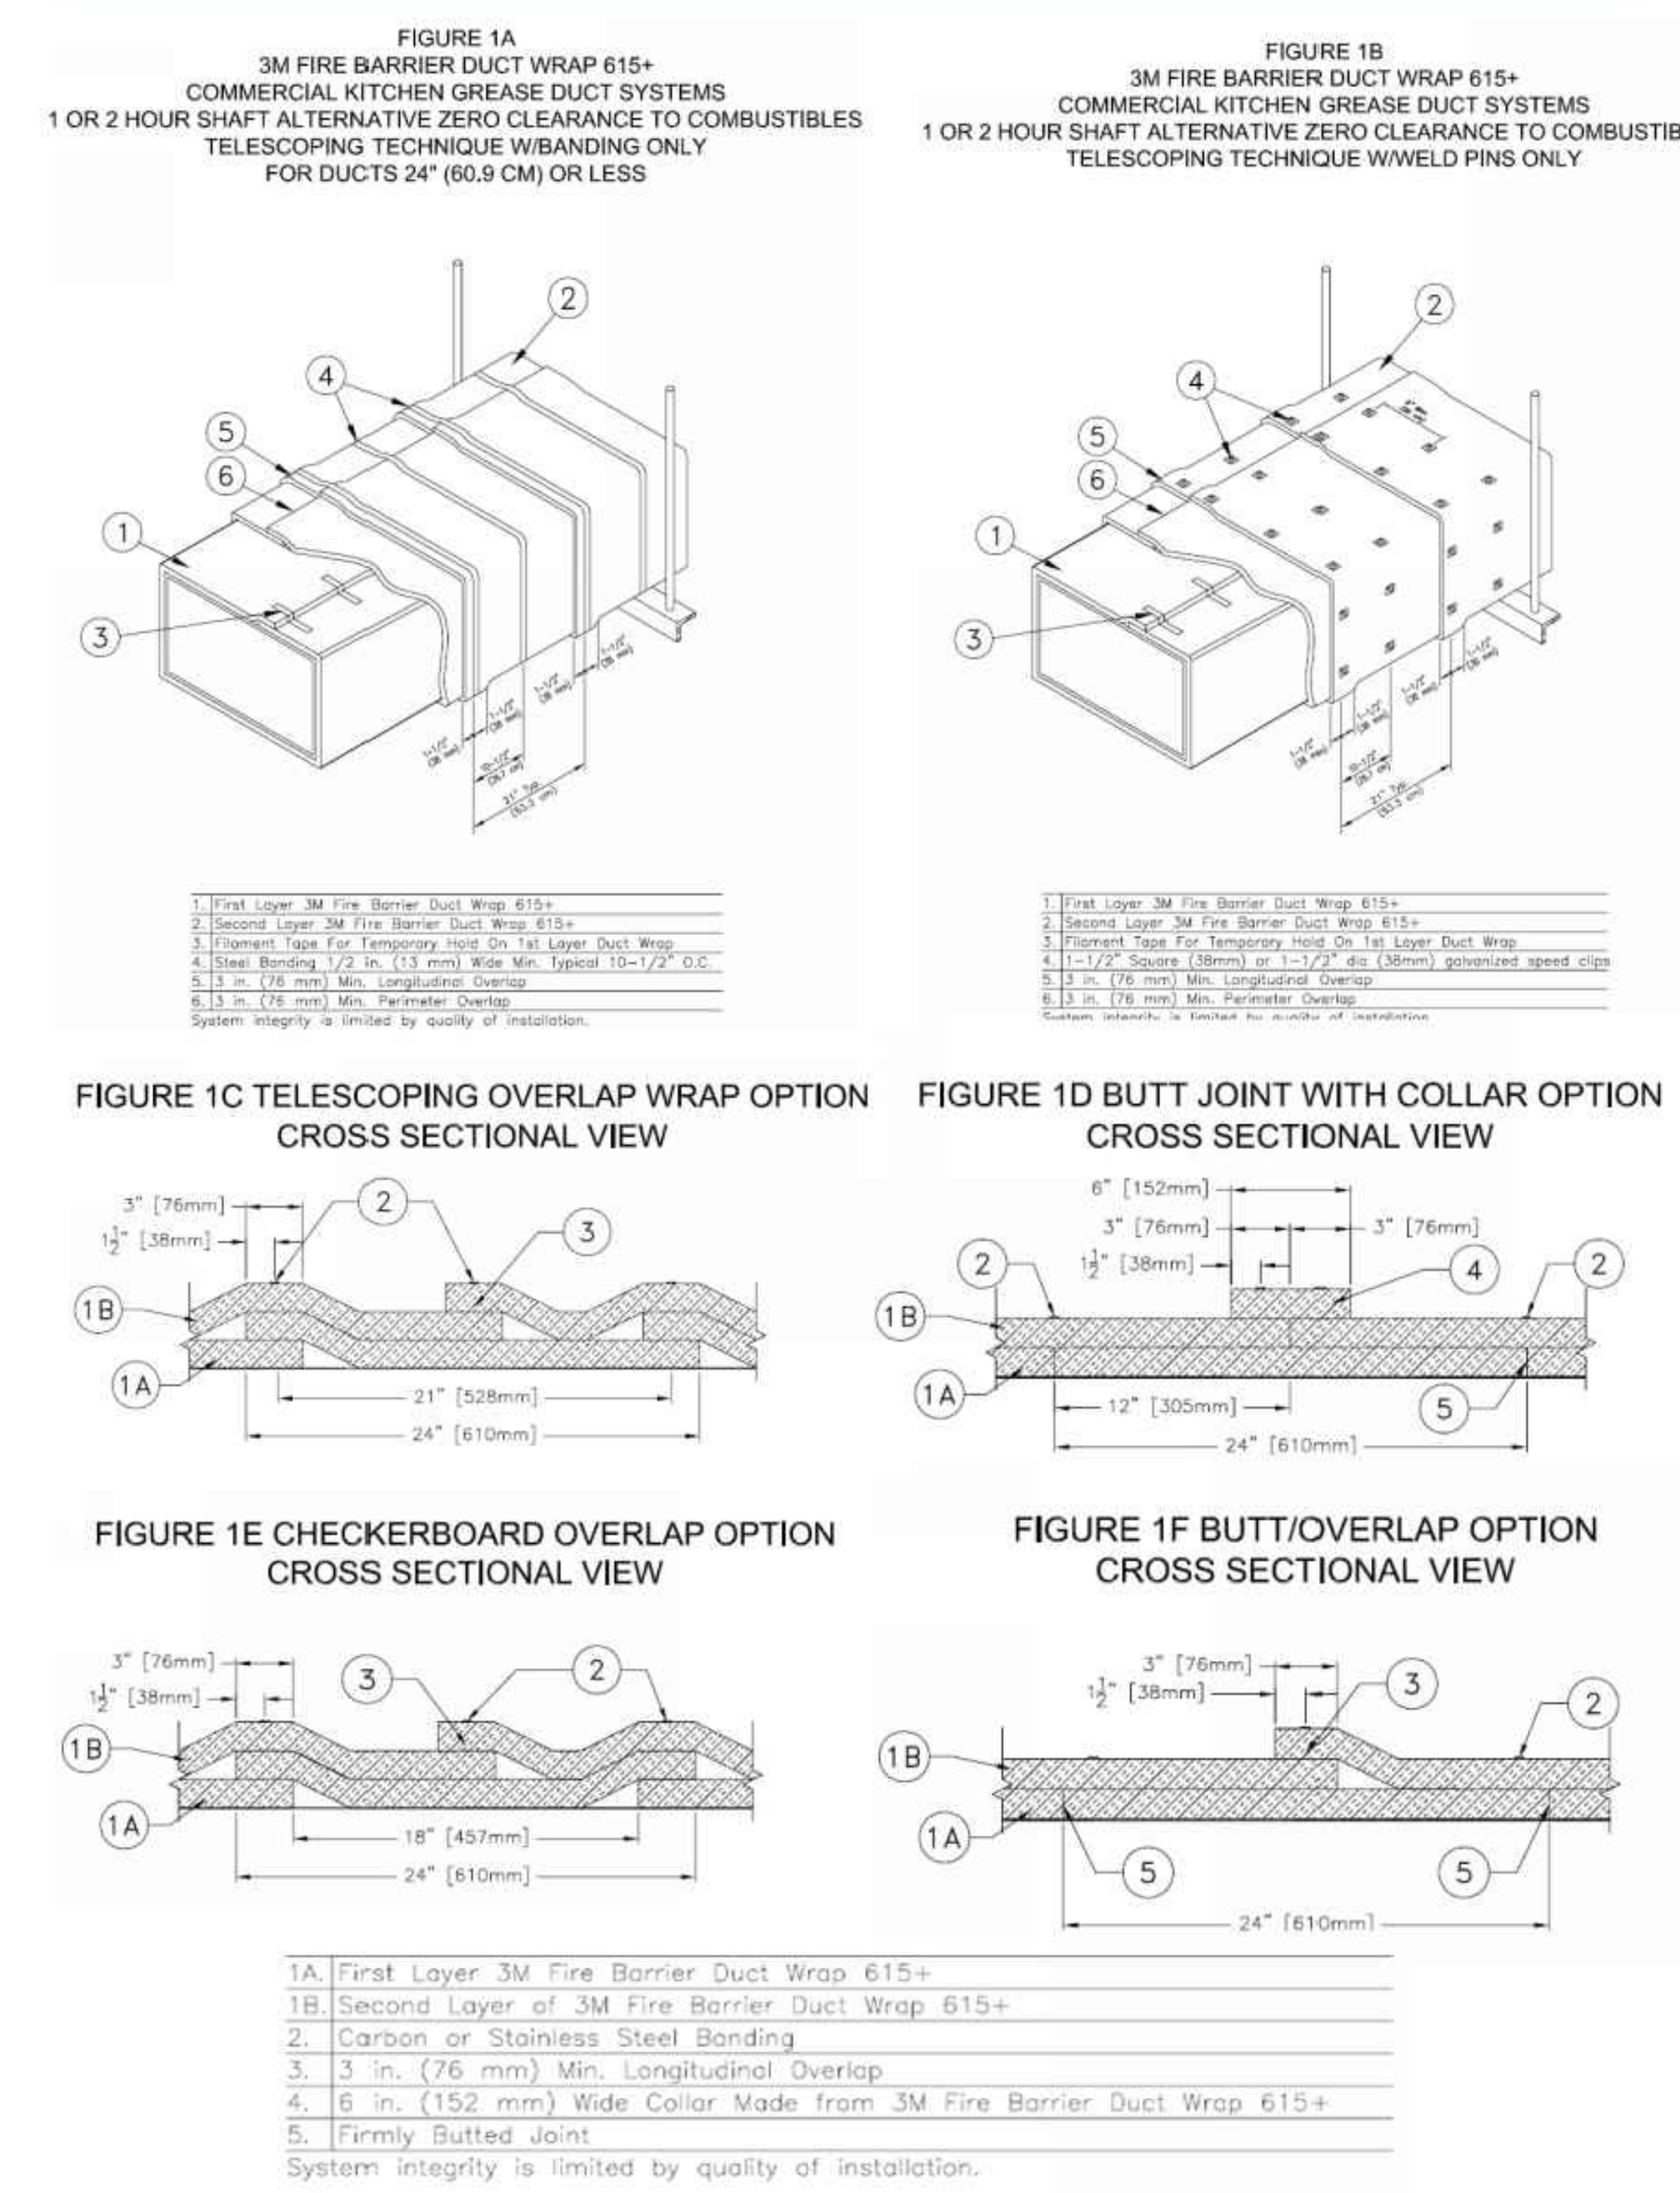

FIGURE 1—TYPICAL APPLICATION OF DUCT WRAP
4.2.1 Enclosure Assembly: The duct must be installed in accordance with IMC Section 506.3 or IAPMO UMC Sections 510.1, 510.4 or 510.5, as applicable. Ducts must have a maximum 48-inch-by-24-inch (610 mm by 1219 mm) cross-sectional opening. A total of two layers of blanket material is installed around the grease duct, using one of the four overlap techniques illustrated in Figure 1. Adjacent blankets on the inside layer are installed with either tight butt-joints between blankets or 3-inch (76 mm) perimeter and longitudinal overlaps. Edge joints of the second layer must be offset $10^1/_2$ inches (267 mm) from those of the first layer. The second layer of blanket material must have minimum 3-inch (76 mm) perimeter and longitudinal overlaps. Before the insulation is applied on ducts of 24 inches and larger, 7-inch-long (178 mm), No. 12 gage, copper-coated, mild steel impaling pins must be welded to the duct on the underside of horizontal assemblies and vertical assemblies spaced as illustrated in Figure 1B. Galvanized, mild steel speed washers must be placed over each impaling pin to secure the blanket. Steel banding straps must be placed circumferentially, $1^1/_2$ inches (38 mm) from the edge of the blanket and at $10^1/_2$ inches (267 mm) on center. Material must not be installed that has been abused or damaged, e.g., stepped on, unintentionally cut or ripped. The tension in the banding straps must be sufficient to firmly retain the blanket materials, but not to unduly compress the blanket, and must not be so great as to cause any cutting or damage or compression to the blanket material. Seven-inch-long (178 mm), No. 12 gage, copper-coated, mild steel impaling pins, welded to the duct as shown in Figure 1B, can be used as an alternative to steel banding straps on any size duct.